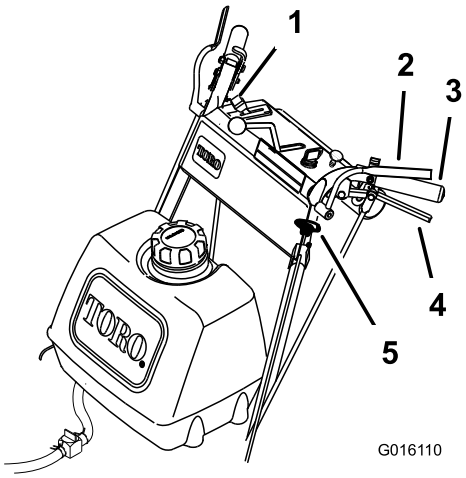

Figur 12
1. Håll in förarkontrollspakarna mot greppen på handtagen för att koppla in knivarna (Figur 12).
1. Tryck ned knivreglageratten (kraftuttaget) till av (Figur 12).
2. Om förarkontrollspakarna släpps stängs motorn av automatiskt och knivarna (Figur 12) slutar rotera när knivreglagespaken är inkopplad.